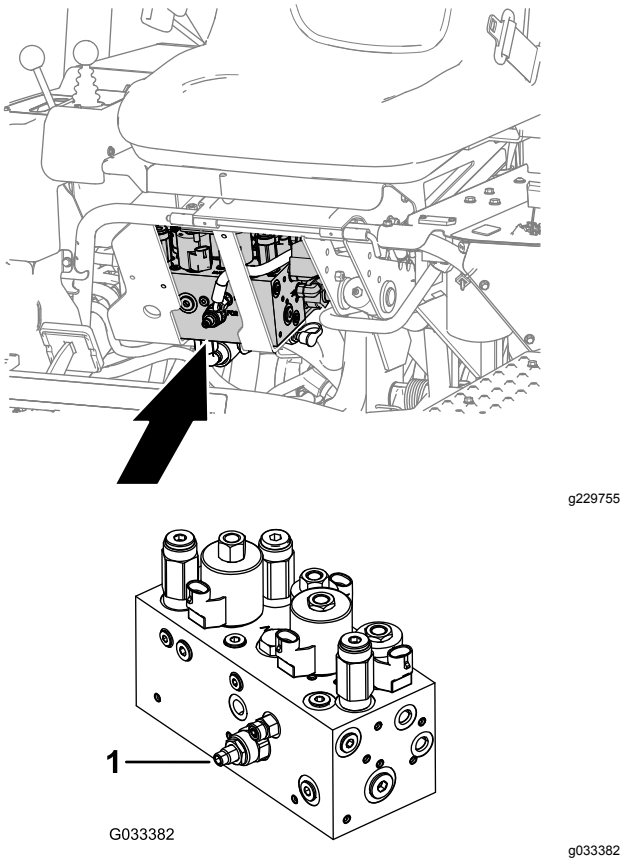

Figura 50
El circuito de elevación/bajada de la unidad de corte está equipado con una válvula de control de flujo (Figura 50). Esta válvula viene ajustada de fábrica con una abertura de aproximadamente 3 vueltas, pero es posible que sea necesario ajustarla para compensar diferencias en la temperatura del fluido hidráulico, la velocidad de siega, etc.
1. Localice la válvula de control de flujo, debajo del asiento (Figura 50).